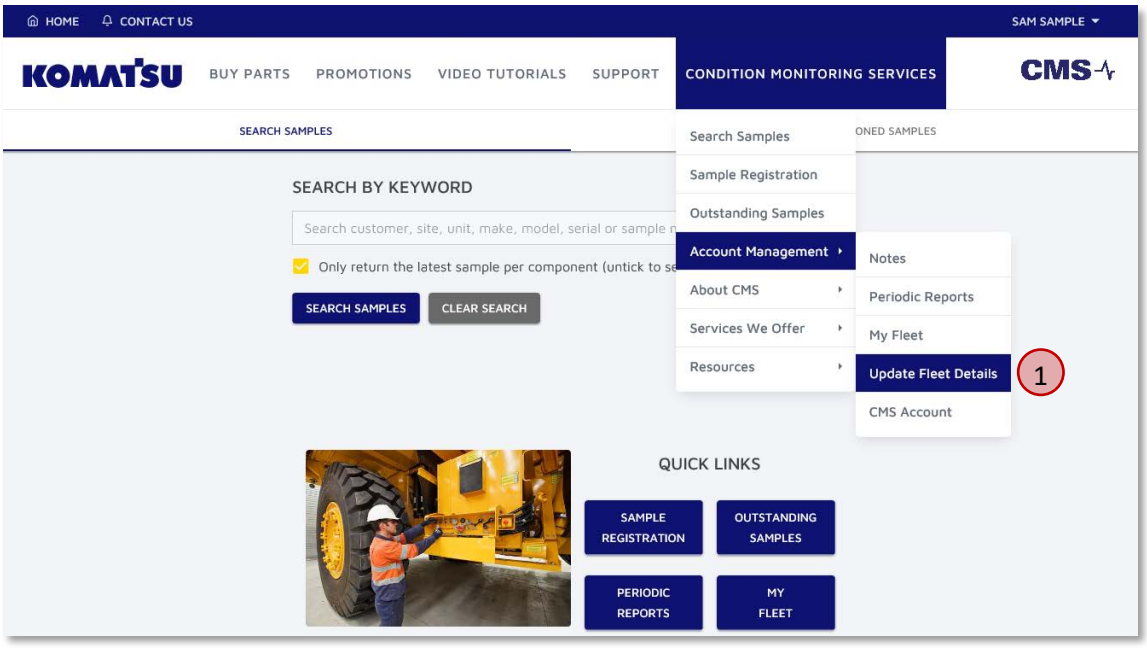

Figure 8.1 Accessing the Fleet Management Screen
These changes can be requested through the **Fleet Management page**, which can be accessed by selecting **Condition Monitoring Services → Account Management → Fleet Management** (① in Figure 8.1).